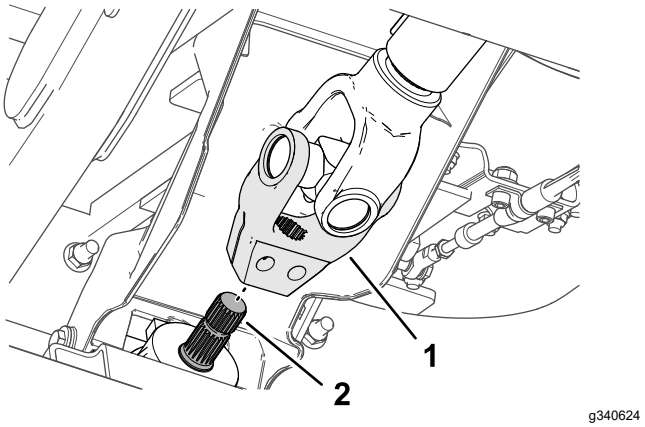

**Figuur 16**
5. Lijn de sleuven in het aandrijfasjuk uit op de sleuven van de ingaande as van het werktuig (Figuur 16), en schuif het juk over de as.